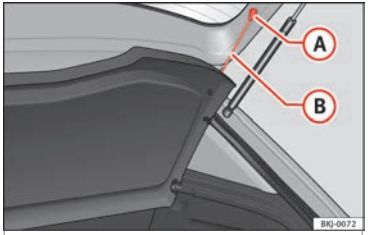

**Fig. 167** In the luggage compartment: removing and installing the rear shelf.
- Detach the cord loops ››› **Fig. 167** (B) from their hooks (A).
- Hook the loops ››› **Fig. 167** (B) to the rear lid.